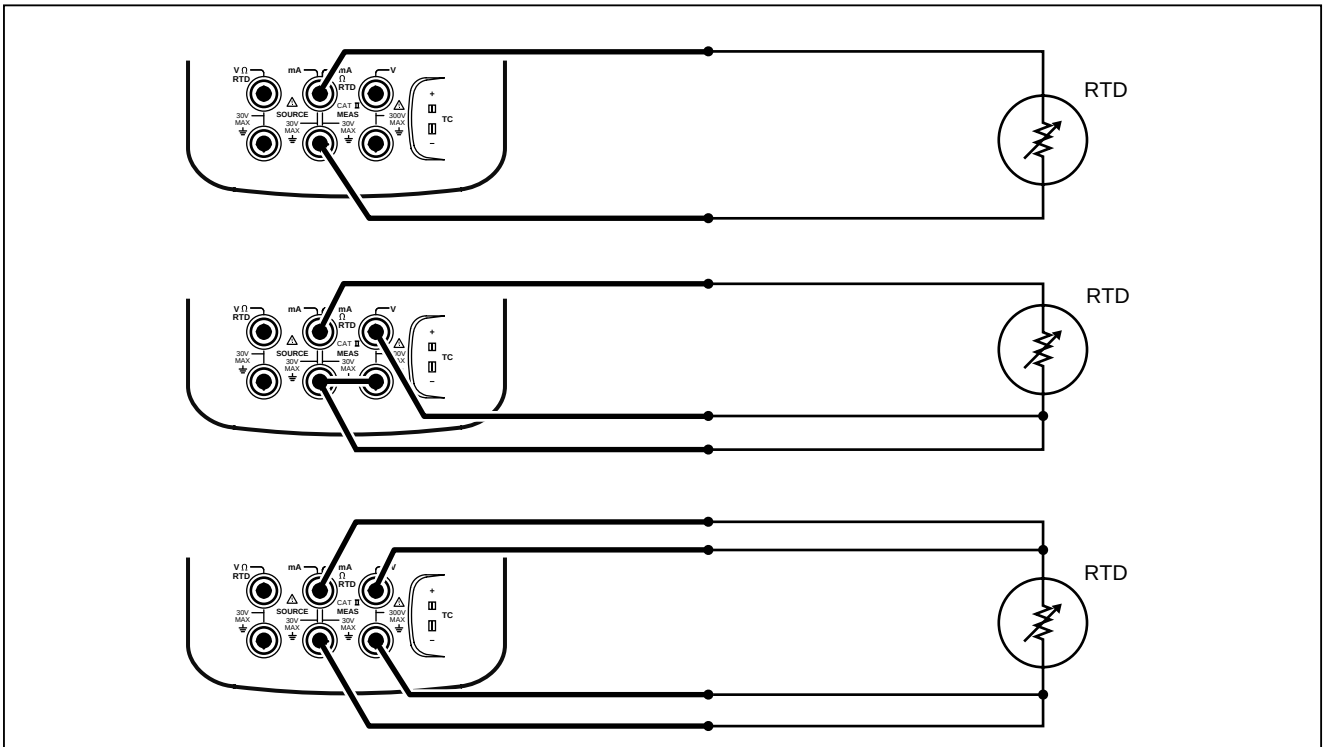

Abbildung 15. Temperaturmessung mit RTDs
Tabelle 6 zeigt die RTD-Typen, die vom Kalibrator unterstützt werden. RTD sind durch ihren Widerstand bei 0 °C (32 °F) charakterisiert. Dieser Widerstand beim sogenannten “Frost-“ oder “Eispunkt” wird mit R_0 bezeichnet. Der am häufigsten vorkommende Wert für R_0 ist 100 Ω. Die meisten RTD sind mit 3-Leiter-Anschlüssen ausgerüstet. Der Kalibrator unterstützt RTD-Meßeingänge mit 2-, 3- oder 4-Leiter-Verbindungen. Siehe dazu Abbildung 15. Die Meßgenauigkeit ist abhängig von der Anzahl der Leiter, d.h. mit einer 4-Leiter-Ausrüstung kann höchste Meßgenauigkeit erzielt werden.
6. Anschließen des RTD-Meßanschlusses an die Eingangsbuchsen. Siehe dazu Abbildung 15. Falls 3-Leiter-Verbindungen eingesetzt werden, sollte das mitgelieferte Überbrückungsstück verwendet werden, um die beiden unteren Anschlußbuchsen von mA Ω RTD MEAS und V MEAS zu verbinden.